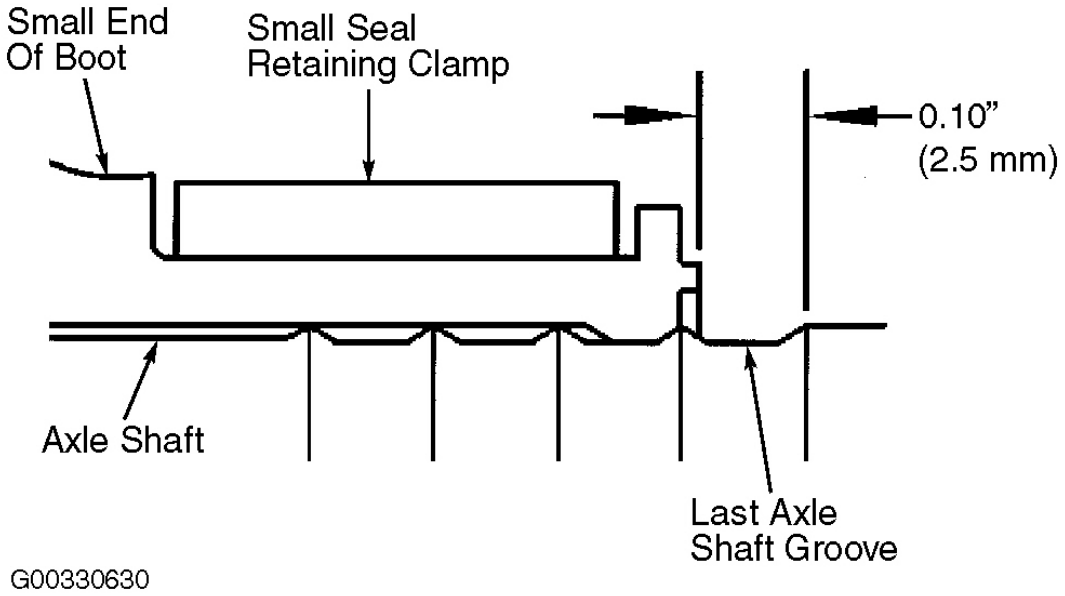

Fig. 10: Positioning Axle Shaft Small Boot Retaining Clamp
21. Position the small boot retaining clamp onto the neck of the boot (seal). See **Fig. 10** . Position the boot and small retaining clamp to the axle shaft.
22. Measure the distance of edge of seal-to-edge of the last axle shaft groove. Distance should be 0.10" (2.5 mm). See **Fig. 10** . Adjust to fit accordingly.
22. Measure the distance (1) between the edge of the seal and edge of the last axle shaft groove closing edge. Adjust fit to 0.10" (2.5 mm). See **Fig. 10** .